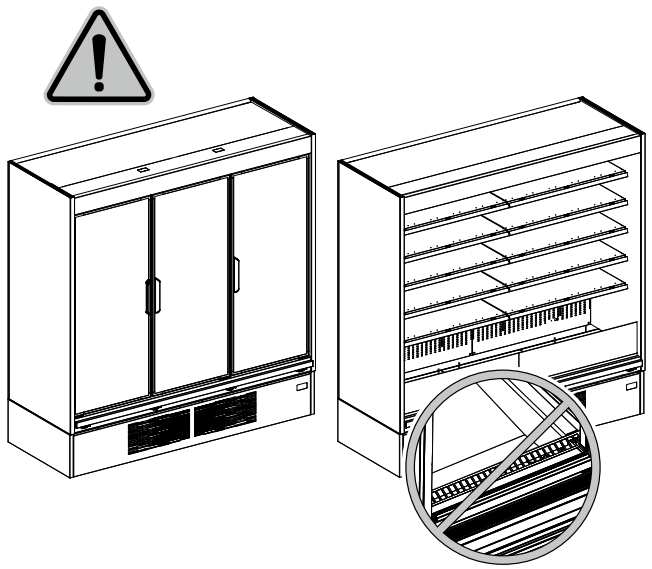

Fig. 16
- La marchandise ne bouche pas le flux d'air réfrigéré ("Fig. 16")